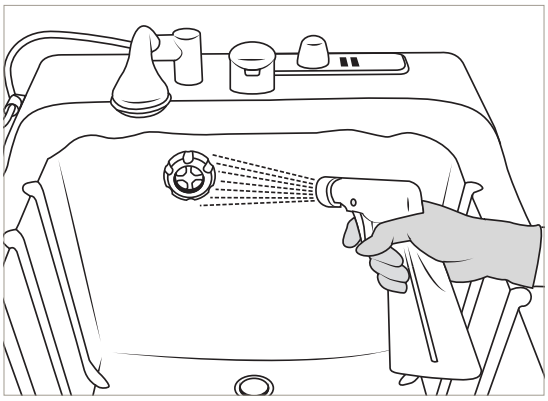

Abbildung 61
11. Desinfektionsmittel in die Überlauföffnung sprühen.Siehe Abbildung 61.